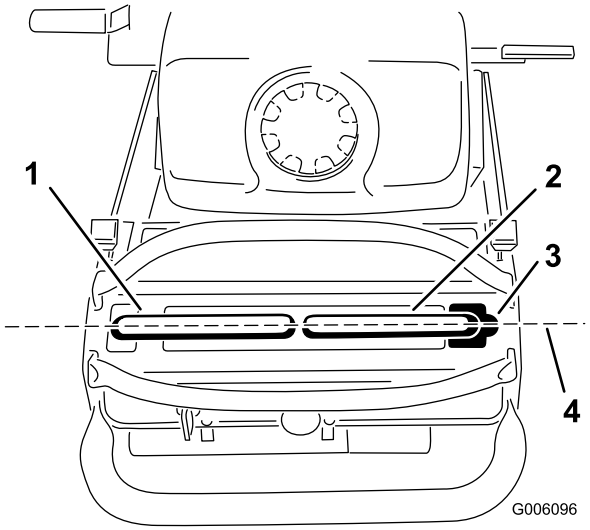

**Figure 57**
**Important: Vérifiez que la correction directionnelle de la machine est correcte après avoir réglé les leviers de commande de déplacement. Après avoir réglé la correction directionnelle, il se peut que les leviers de commande de déplacement ne s'alignent pas exactement d'avant en arrière (Figure 57).**
1. Une fois l'alignement horizontal effectué, vérifiez l'alignement avant/arrière (Figure 57).